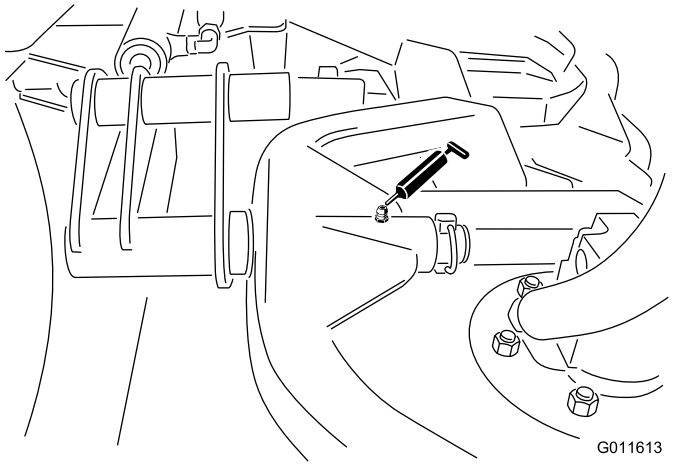

Figur 31
- Bærerammedreietapp for klippeenhet (1 hver) (Figur 31)